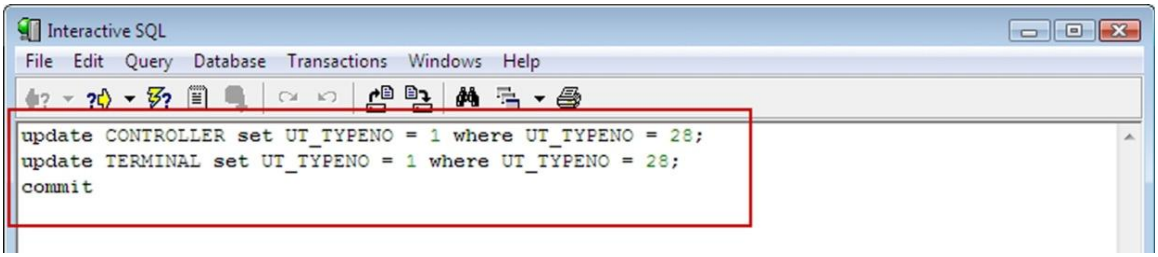

Figure 37 – Interactive SQL Dialog
3. Capture the script details highlighted in Figure 37.